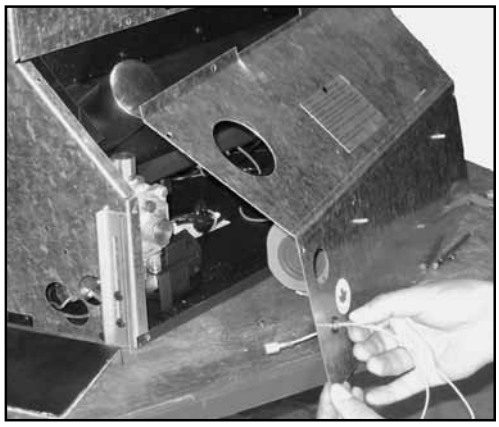

Figure 33: Spill Switch Wires Fed Through Back Panel.
c) Feed the connector end of both wires through the hole in the bottom left corner of the back panel (see Figure 33).